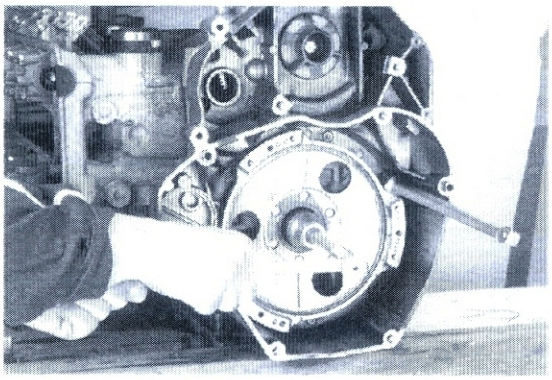
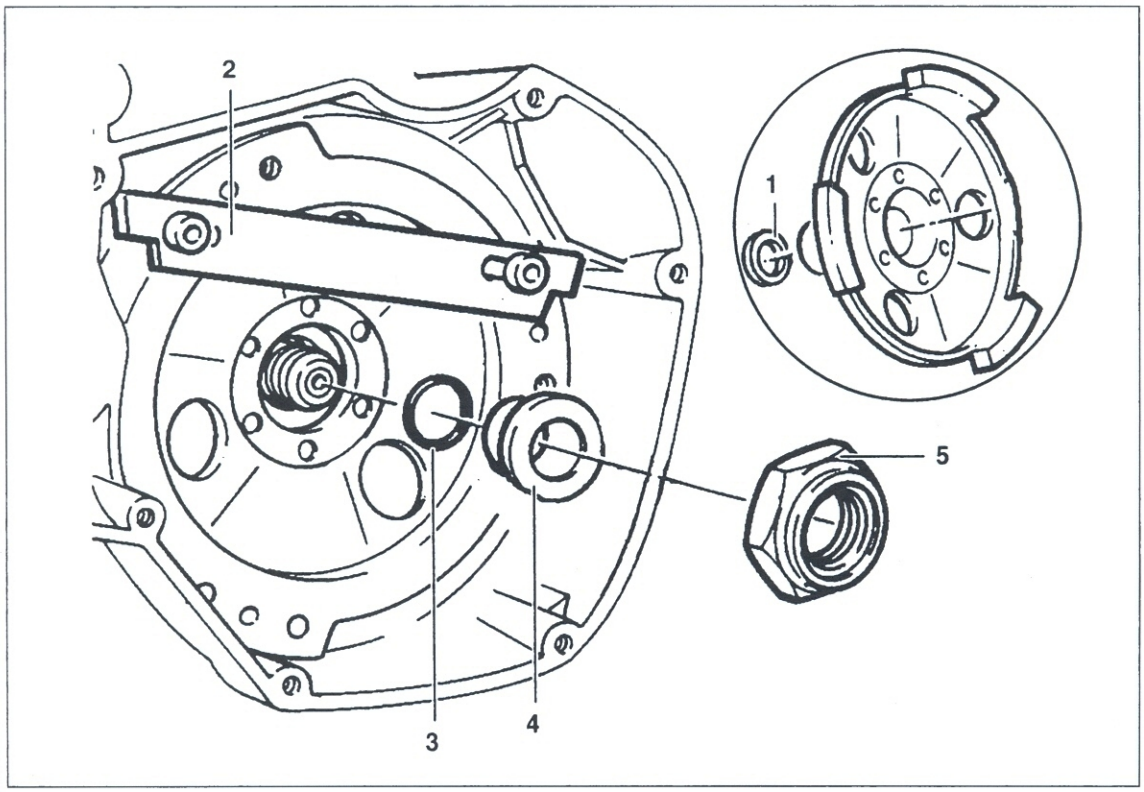

Bild 170
Bild 175
- Kupplungsgehäuse blockieren (Bild 170) und Sechskantmutter lösen und ausdrehen.
● Anlaufscheibe ① Bild 175 auf Kupplungsgehäuse aufsetzen.
● Kupplungsgehäuse mit Haltevorrichtung ② Bild 175, die leicht improvisiert werden kann (Bild 170), passend zum Arretieren auf Welle aufsetzen. Neuen O-Ring und Druckring ④ auf Welle aufsetzen.
● Mutter ⑤ Bild 175 muss nach jedem Lösen erneuert werden. Da Anzug mit Zwischenschritt «Mutter wieder lösen» durchgeführt wird, ersten Anzug (140 Nm) mit alter Mutter durchführen, Mutter ausdrehen und mit neuer Mutter Endanzug (100 Nm) durchführen.